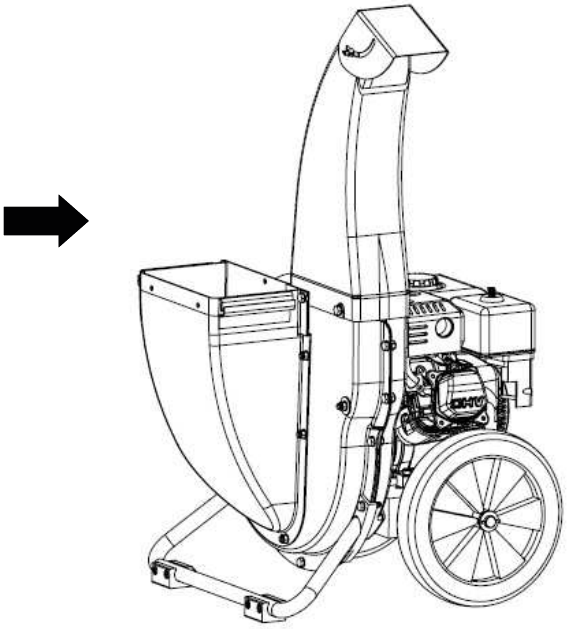

Рис. 3
8. Установка выпускного желоба измельчителя (Рисунок 3)